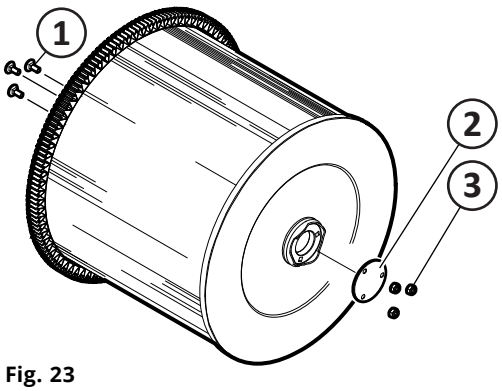
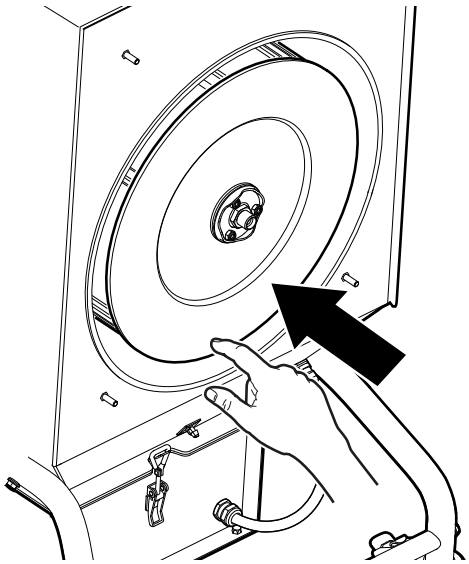
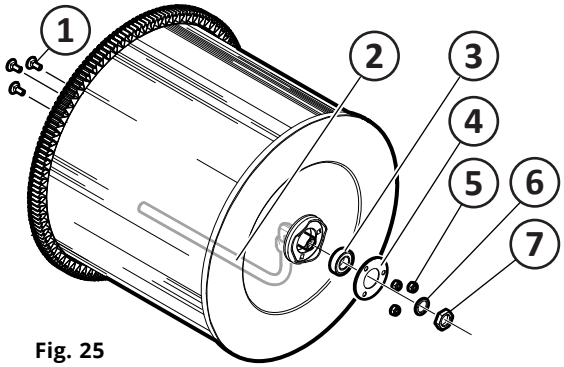

Fig. 23
Fig. 24
Fig. 25
1. Remontez les boulons de carrosserie (pos. 1, **Fig. 23**) à l'intérieur de la cartouche de filtre.
2. Remontez la plaque de protection (2) et vissez en place avec les contre-écrous (3).
3. Poussez doucement la nouvelle cartouche de filtre horizontalement jusqu'à ce que la couronne dentée tombe des brosses de filtre (**Fig. 24**).
6. Remontez les boulons de carrosserie (pos. 1, **Fig. 25**) et la buse (2) à l'intérieur de la cartouche de filtre.
7. Montez le palier (3), remettez en place la plaque de protection (4) et vissez à l'aide des contre-écrous (5).
8. Vissez en place la buse (2) avec la rondelle (6) et l'écrou (7).
9. Poussez doucement la nouvelle cartouche de filtre horizontalement jusqu'à ce que la couronne dentée tombe des brosses de filtre (**Fig. 24**).